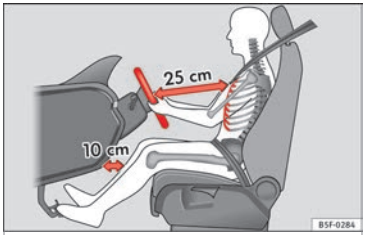

Fig. 82 The proper distance between driver and steering wheel
– Adjust the steering wheel so that there is a distance of at least 25 cm between the steering wheel and the centre of your chest ››› **Fig. 82**.
- **Adjust the driver's seat so that there is at least 25 cm distance between the centre of the chest and the centre of the steering wheel ››› Fig. 82. If you are sitting closer than 25 cm, the airbag system cannot protect you properly.**